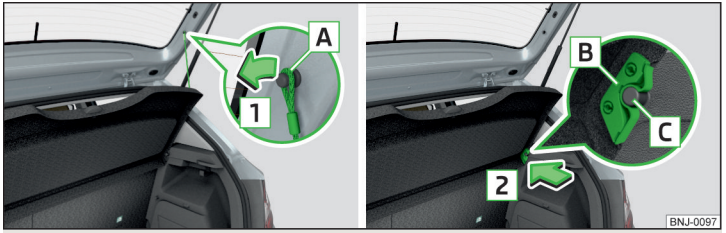

Fig. 82 **Desmontar la cubierta del maletero**
› Sacar las cintas de sujeción A de la tapa en sentido de la flecha 1 » fig. 82. ▸
› Coloque los alojamientos B en la cubierta sobre los pernos C del revestimiento lateral » fig. 82.
- Los alojamientos B en la cubierta deben colocarse completamente en los pernos C del revestimiento lateral » fig. 82.
Si las cintas de sujeción A » fig. 82 están enganchadas en la tapa del maletero, entonces al abrir esta última, también se levantará la cubierta del maletero.